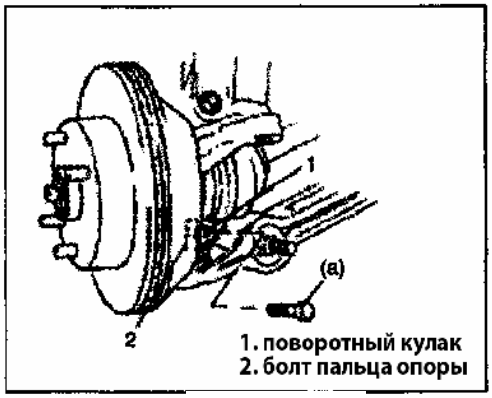

Рис. 531
2) Установите палец опоры на поворотный кулак. Выровняйте паз пальца с отверстием болта поворотного кулака как показано на рисунке (Рис.531). Установите болт пальца в направлении как показано на рисунке. Затяните болт требуемым моментом.